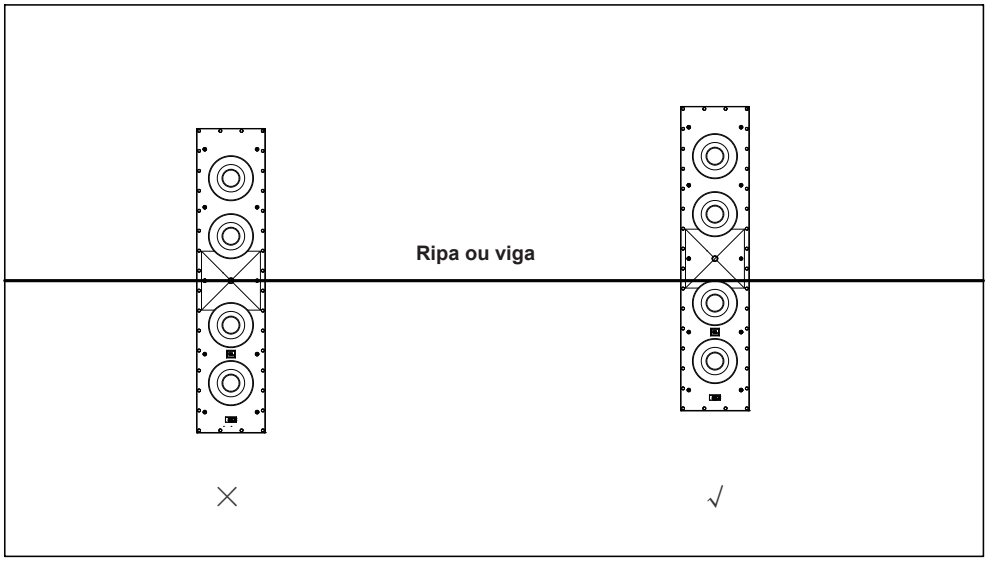

**Figura 4**
**Observação:** Algumas telas de projeção perfuradas possuem uma barra cruzada que passa pelo centro do quatro da tela (Figura 4). Nesse caso, evite que essa barra bloqueie a corneta. Posicione as caixas de som em orientação vertical de modo que a barra passe em frente das caixas de som na borda da corneta mais próxima do woofer central.